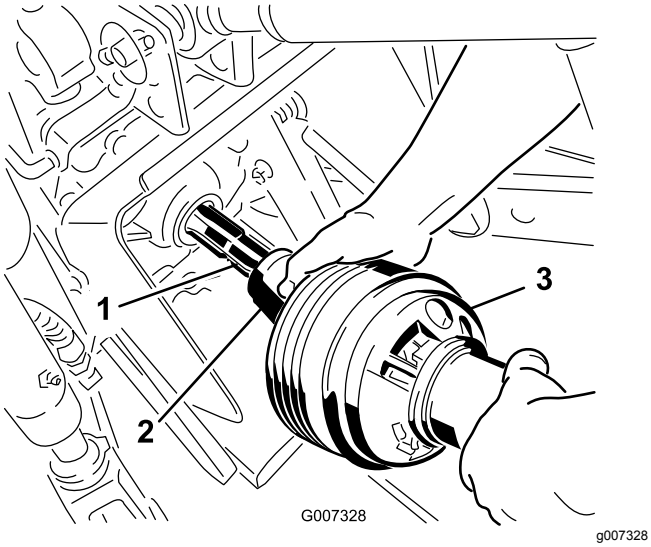

Figur 24
3. Koble kraftuttaksakselen til trekkenhetens kraftuttaksaksel bak (Figur 24).